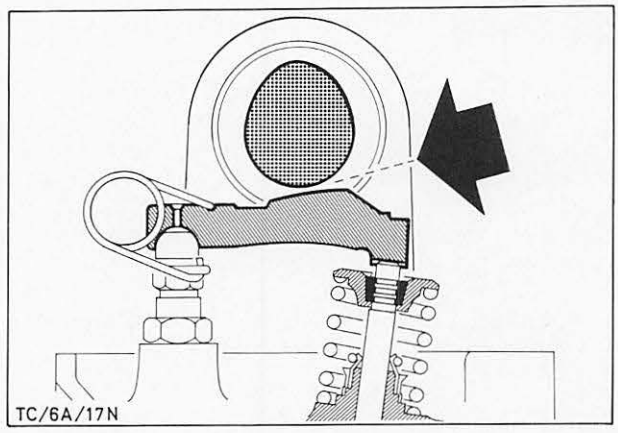

Abb. 76 Ventilspiel messen
62. Ventilspiel überprüfen, Abb. 76, und eventuell einstellen, dazu Spezialwerkzeug 21-004-A benutzen (siehe Arbeits-Pos.-Nr. 21 213 „B"-Motor).